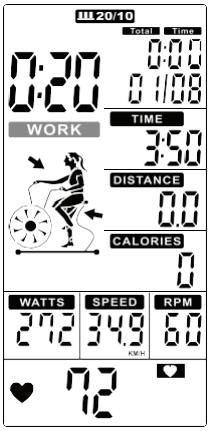

Figure 29
3. Cycle time counts down from 10 to 0 and **WORK** fashes once per second. Meantime REMAINING will light up and count down from 4 minutes. Then TOTAL TIME, DISTANCE, CALORIES, WATTS, SPEED & RPM start calculating, counting displays '0 1/08 ' (Figure29).